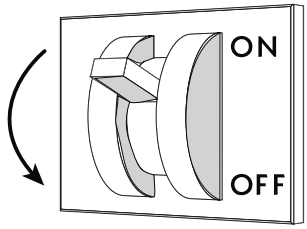

Fig. 53
- Desconectar la alimentación eléctrica del mueble mediante el interruptor seccionador general instalado en la pared ("Fig. 53").